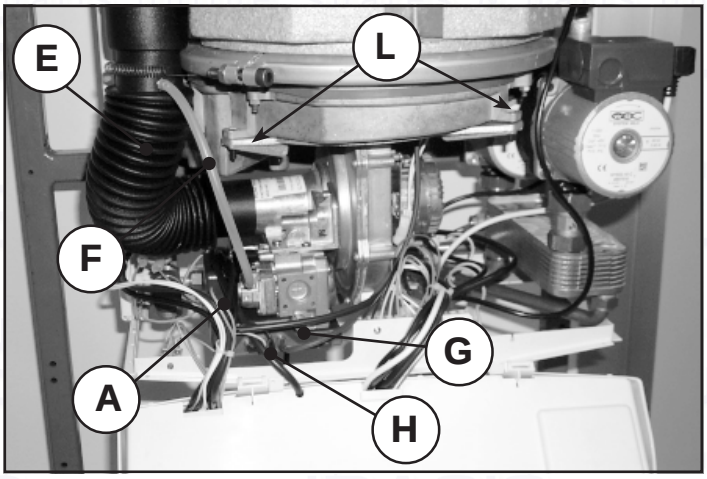

Fig. 23a
3. Disconnect cables **"G"** and **"H"** of the electrodes from the ignition devices, Fig. 23a